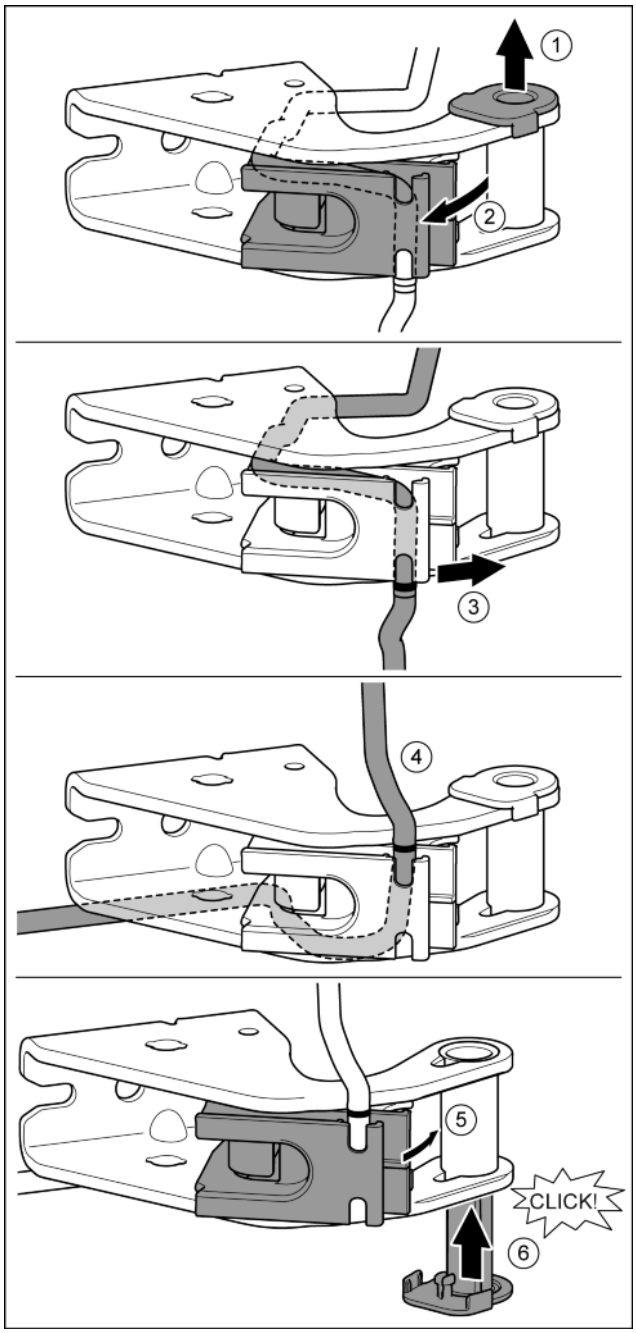

Fig. 26
▶ Pull the bearing bush out of the guide. *Fig. 26 (1)*
▶ Swing the cable bracket out. *Fig. 26 (2)*
▶ Remove the cable from the guide. *Fig. 26 (3)*
▶ Insert the cable mirror inverted. *Fig. 26 (4)*
▶ Swing the cable bracket in. *Fig. 26 (5)*
▶ Insert bearing bush from the other side and click into place. *Fig. 26 (6)*